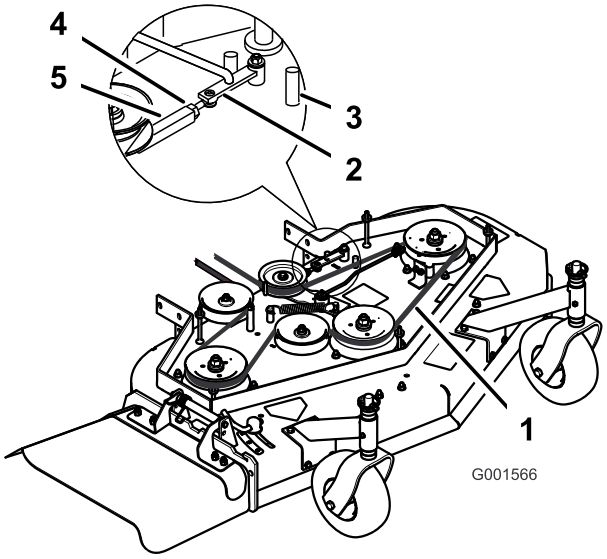

Figura 45
3. Afloje la contratuerca del tensor (Figura 45).
4. Gire el tensor hacia la parte trasera del cortacésped para aumentar la tensión de la correa. Gire el tensor hacia la parte delantera del cortacésped para reducir la tensión de la correa (Figura 45).